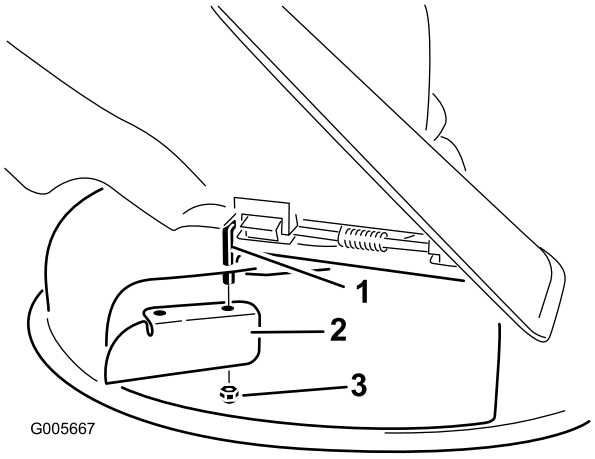

Figuur 27
7. Monteer de keerplaat op de draaistang (Figuur 27).
3. Verwijder de keerplaat van het maaidek (Figuur 27).